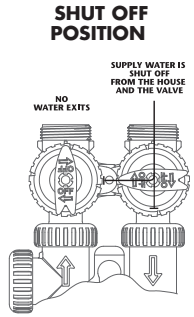

FIGURE 4
4. **Abgeschaltete Stellung:** Der Zulaufgriff zeigt zur Mitte des Bypassventils und der Ablaufgriff zeigt weg vom Steuerventil. Es wird kein Wasser ins Gebäude geliefert. Das Wasseraufbereitungssystem wird beim Öffnen eines Wasserhahns im Gebäude drucklos. Ein Unterdruck im Gebäude kann in Verbindung mit dem sich in Regeneration befindlichen Wasserenthärter zu einer Soleabsaugung ins Gebäude führen. Steht an der Austrittsseite des Enthärters Wasser zur Verfügung, so ist dies ein Hinweis darauf, dass das Wasser das System umgeht **(Abb. 4)** (d. h. eine Rohrleitungsquerverbindung irgendwo im Gebäude).